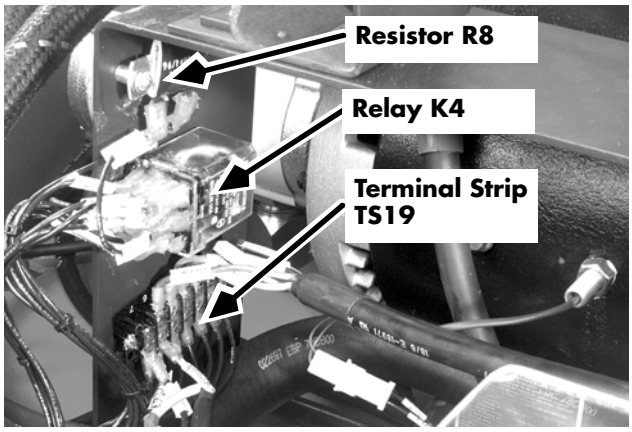

Figure 7-112: Hydraulic Filler Bracket, Attached Components
6. Remove the hydraulic fluid filler cap and adapter. Remove the bracket. Leaving wires attached, remove terminal strip TS19, relay K4, and resistor R8 from the bracket. See Figure 7-112.
9. Remove the four (4) steering electric motor mounting bolts.